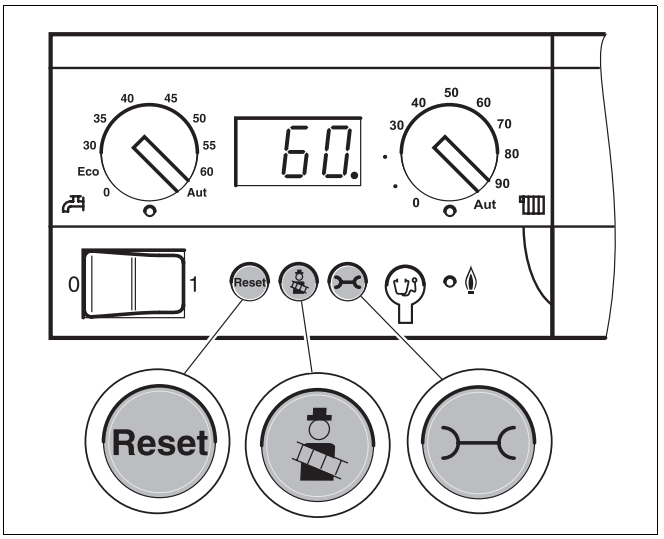

Bild 42 Basiscontroller Logamatic BC10
- Mit Taste „Abgastest“ (Bild 42, höhere Werte) oder Taste „Reset“ (Bild 42, niedrigere Werte) kann die Gebläsedrehzahl und damit der statische Gebläsedruck stufenweise zwischen - 9 bis + 9 eingestellt werden.